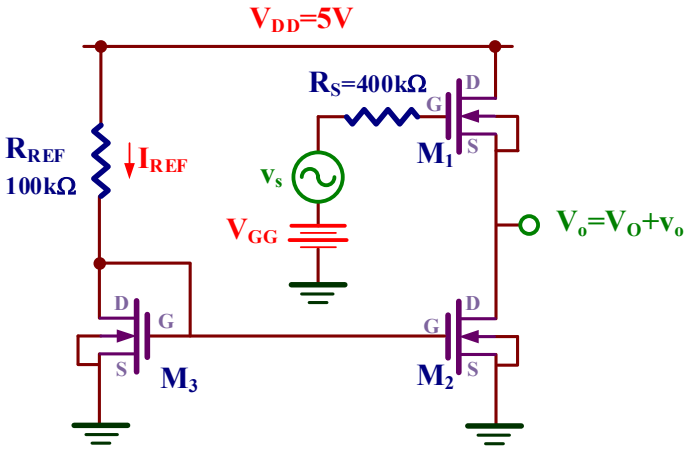

Figura X.6. Amplificador drenador común NMOS.
En esta sección se repetirá el análisis anterior pero aplicado a un amplificador simple NMOS en configuración drenador común o seguidor con carga activa; el esquemático de este amplificador se muestra en la figura X.6. En esta configuración, el transistor NMOS actúa como amplificador y su el terminal drenador (D) es común a la entrada (G) y salida (S). Presenta una ganancia ligeramente inferior a 1 ($A_V < 1$) y al ser positiva el desfase entre la entrada y la salida es de 0º.
H) Editar con LTspice el esquemático del amplificador drenador común de la figura X.6 y determinar el valor de V_{GG} para que la tensión DC de la salida V_O esté en la mitad de la V_{DD} ($V_O = V_{DD}/2 = 5V/2 = 2.5V$).